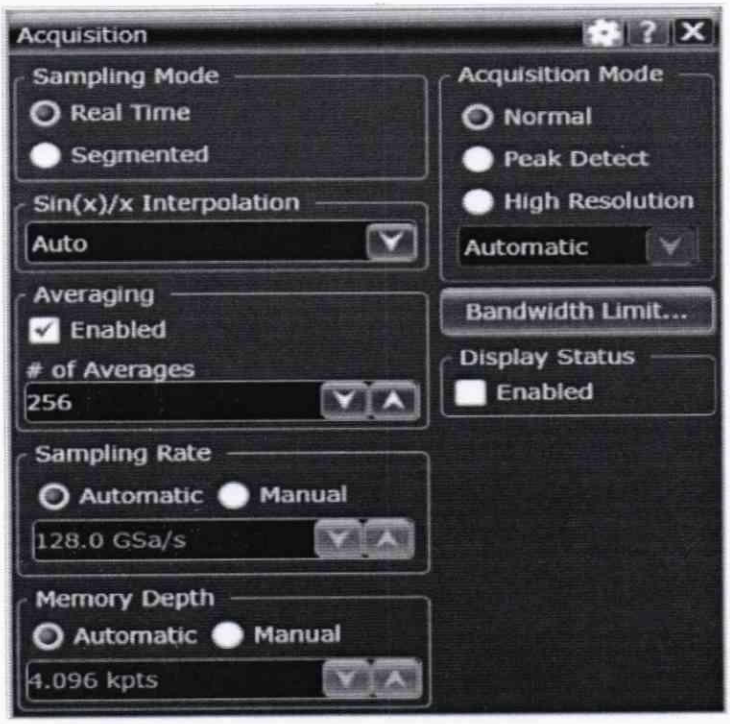

Рисунок 3
8.4.3 Открыть окно настроек сбора данных, выбрав пункт меню «Setup»→«Acquisition» главного окна программы Infiniium. Включить усреднение и установить количество усредняемых отсчетов («# of Average») равным 256 (см. рис. 3).